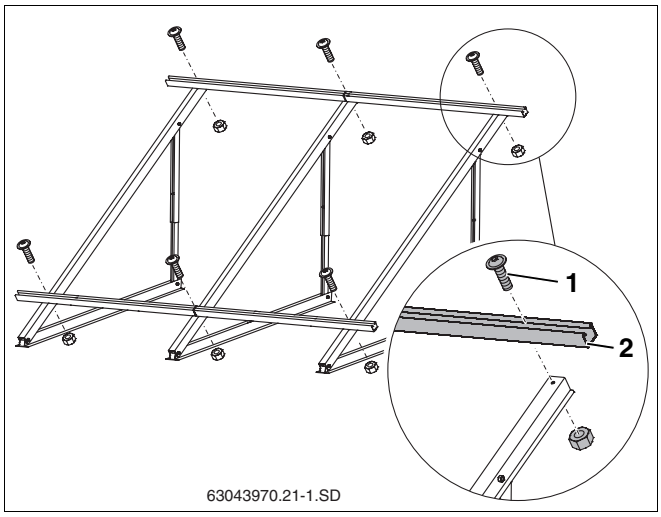

Abb. 34 Profilschienen montieren (hier: für 2 senkrechte Kollektoren)
- Die vormontierten Profilschienen (Abb. 34, **Pos. 2**) mit Schrauben M8x20 (Abb. 34, **Pos. 1**) nur leicht anziehen, damit die Profilschienen noch ausgerichtet werden können.